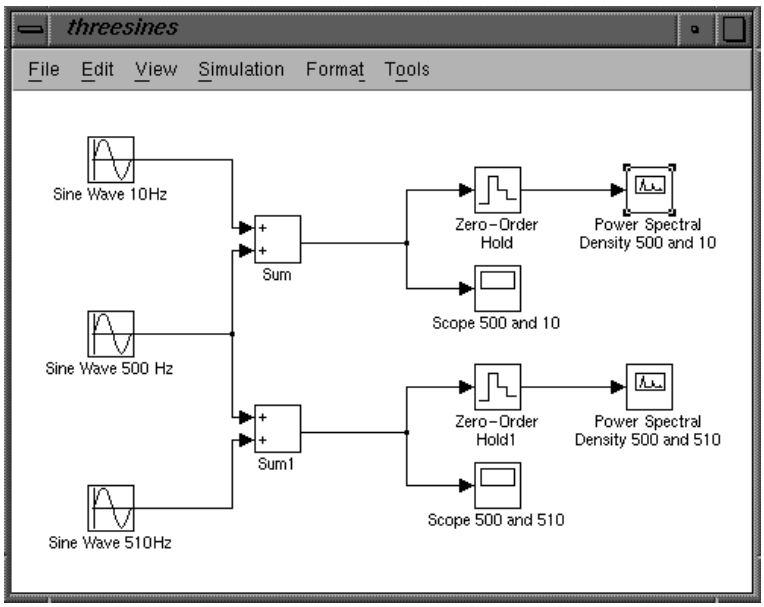

Figure 2.2: Three sines
- Create the setup as shown in figure 2.2